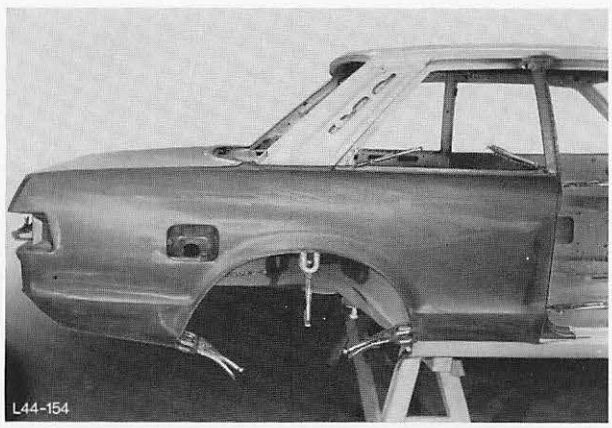

Abb. 166 Seitenwand einpassen und mit Spannzangen befestigen
23. Seitenwand einpassen und mit Spannzangen befestigen, Abb. 166.